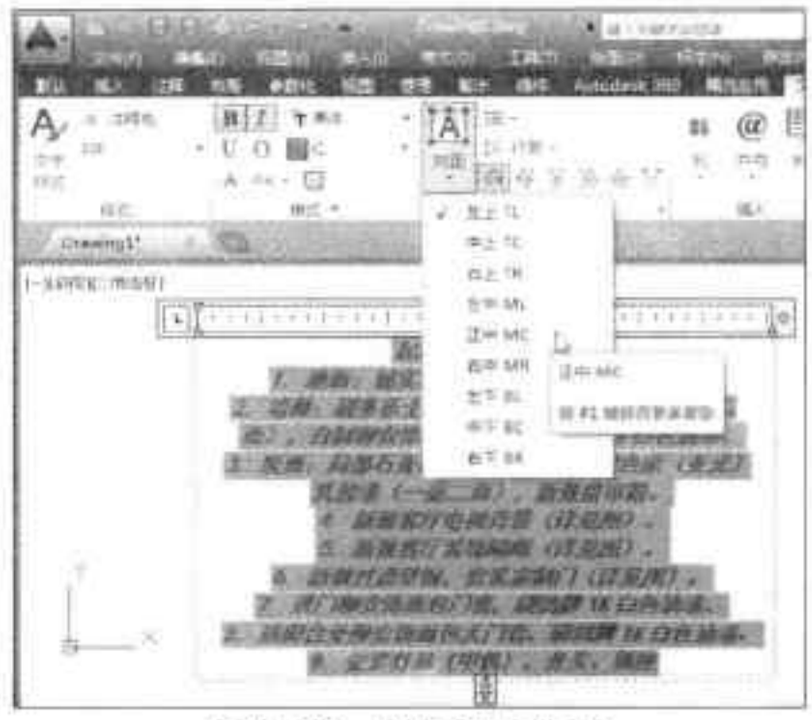

图8-26 设置对正方式
Step 02 执行“格式 > 对正”命令，在下拉列表中选择合适的排列方式，即可设置段落文本对齐方式，如图 8-26 所示。